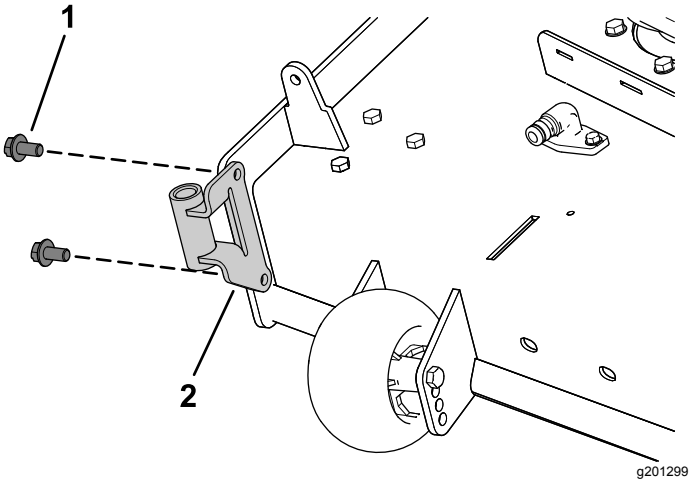

Figur 8
1. Monter blæserstøtten på plæneklipperskjoldet med 2 sekskantede skivehovedskruer (⅜" x ¾") som vist under Figur 8.